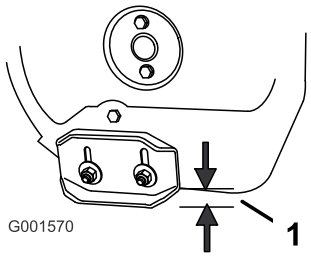

Figur 34
2. Løsne de fire mutrene som holder begge støtteplatene til spiralbladets sider, helt til støtteplatene lett kan skyves opp og ned (Figur 34).